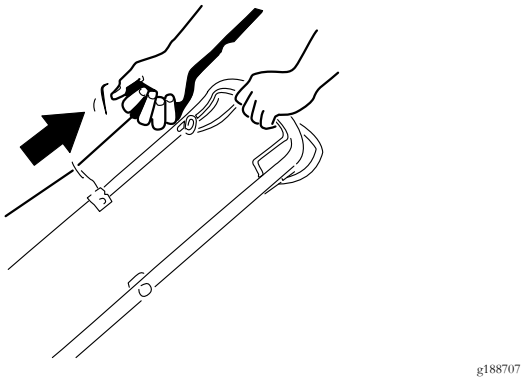

Figuur 18
2. Trek voorzichtig aan de handgreep van het startkoord (Figuur 18) tot u weerstand voelt, trek de handel dan snel, en laat deze langzaam tot de koordgeleider op de handgreep teruglopen.